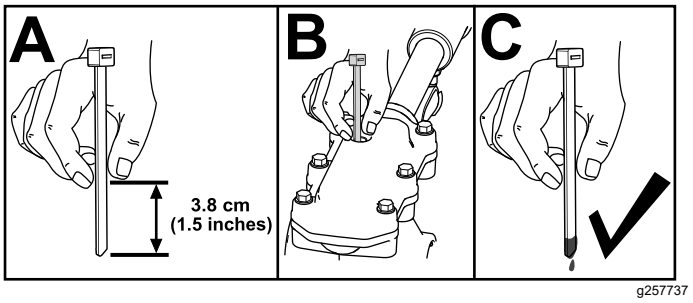

Figur 38
3. Kontrollera oljenivån med ett lämpligt mätinstrument, t.ex. ett rent kabelband. Oljan bör vara cirka 3,8 cm under påfyllningsöppningen (Figur 38).